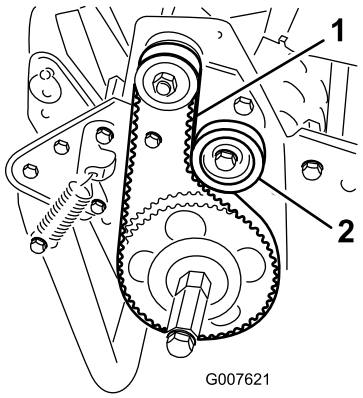

**Figur 37**
2. Kontroller remspændingen ved at trykke remmen ned midtvejs mellem remskiverne (Figur 37) med en kraft på 18 til 22 N. Remmen skal afbøje 6 mm.
A. Løsn styreremskivens monteringsmøtrik, og drej styreremskiven med uret mod bagsiden af remmen, indtil den ønskede remspænding opnås (Figur 37).